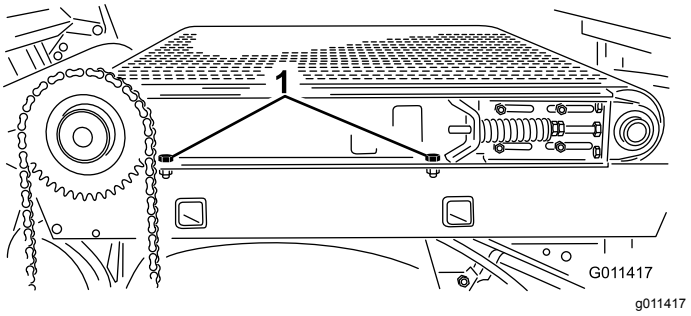

Figur 34
6. Lossa de två huvudskruvarna, brickorna och muttrarna på maskinens högra sida som fäster glidflaket på ramen (Figur 34). Se till att fästelementen är tillräckligt lösa för att glidflaket ska kunna tippas.